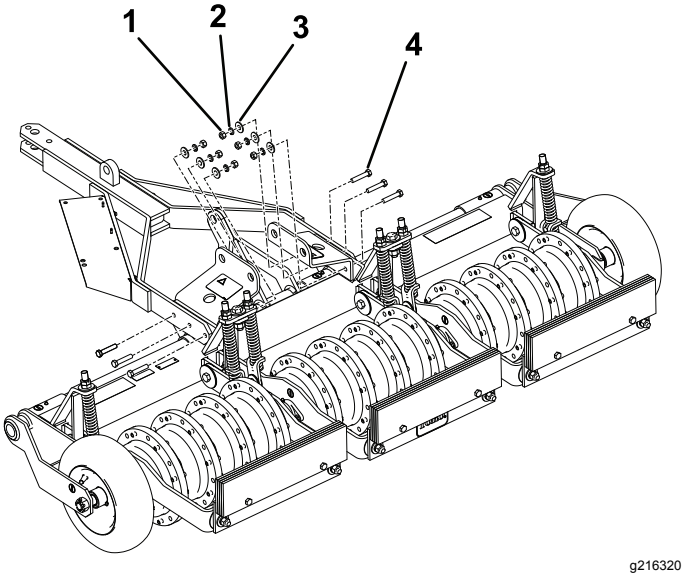

Figuur 7
4. Bevestig de koppelinrichting en de beugels met het bevestigingsmateriaal zoals wordt afgebeeld op Figuur 7 en draai de moeren vast met een torsie van 54 tot 74 N·m.